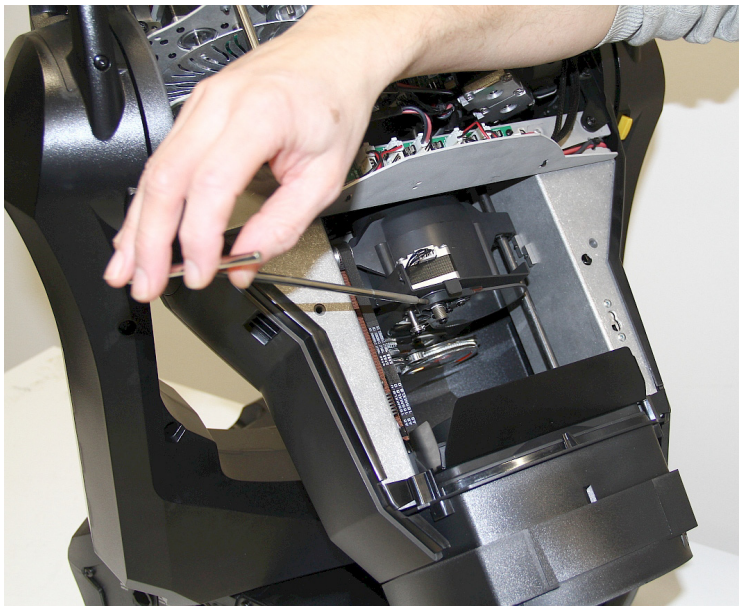

**Figure 27: Libérer le frost de son axe moteur**
4. Voir Figure 27. Avec une clé Allen de 2 mm, dévissez la vis sans tête située derrière le filtre pour le désolidariser de son axe moteur.